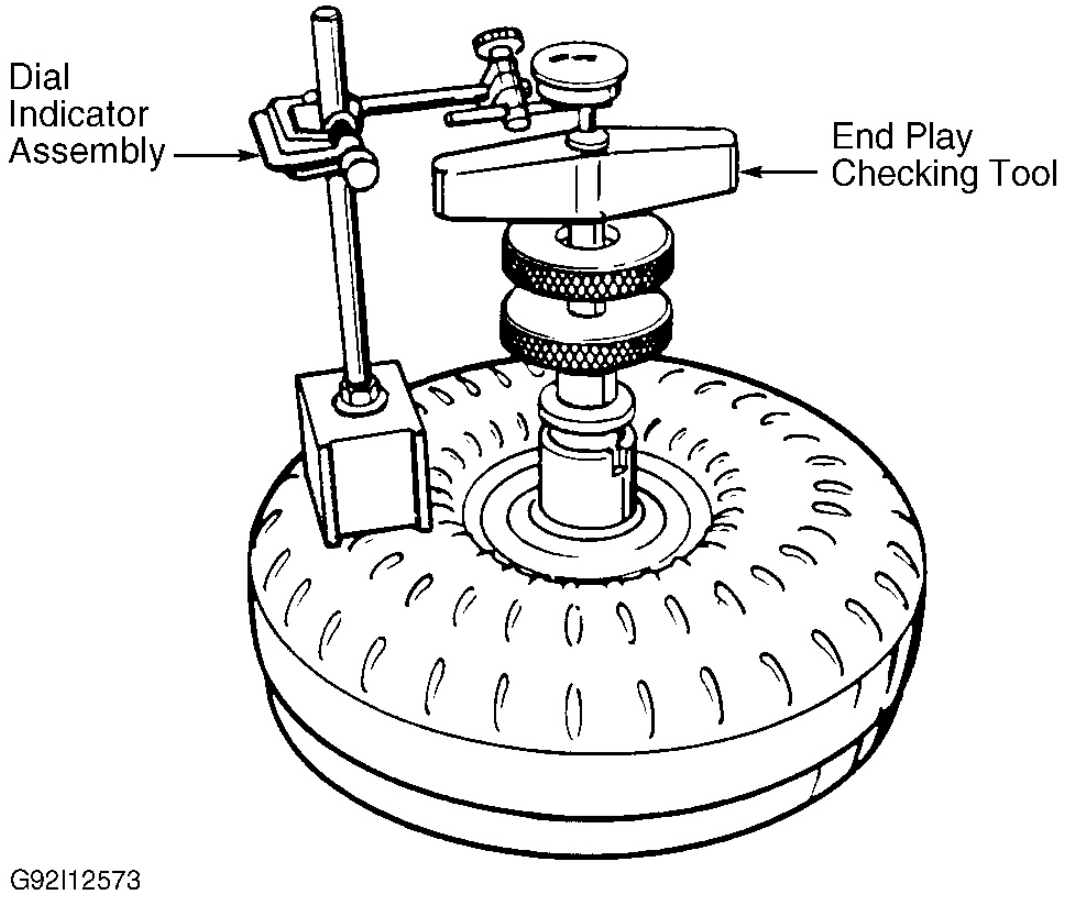

Fig. 10: Checking Torque Converter End Play
1. Inspect torque converter for hub scoring, cracks or weld area cracks before checking end play. Install End Play Checking Tool(J-35138) on torque converter. See **Fig. 10** .